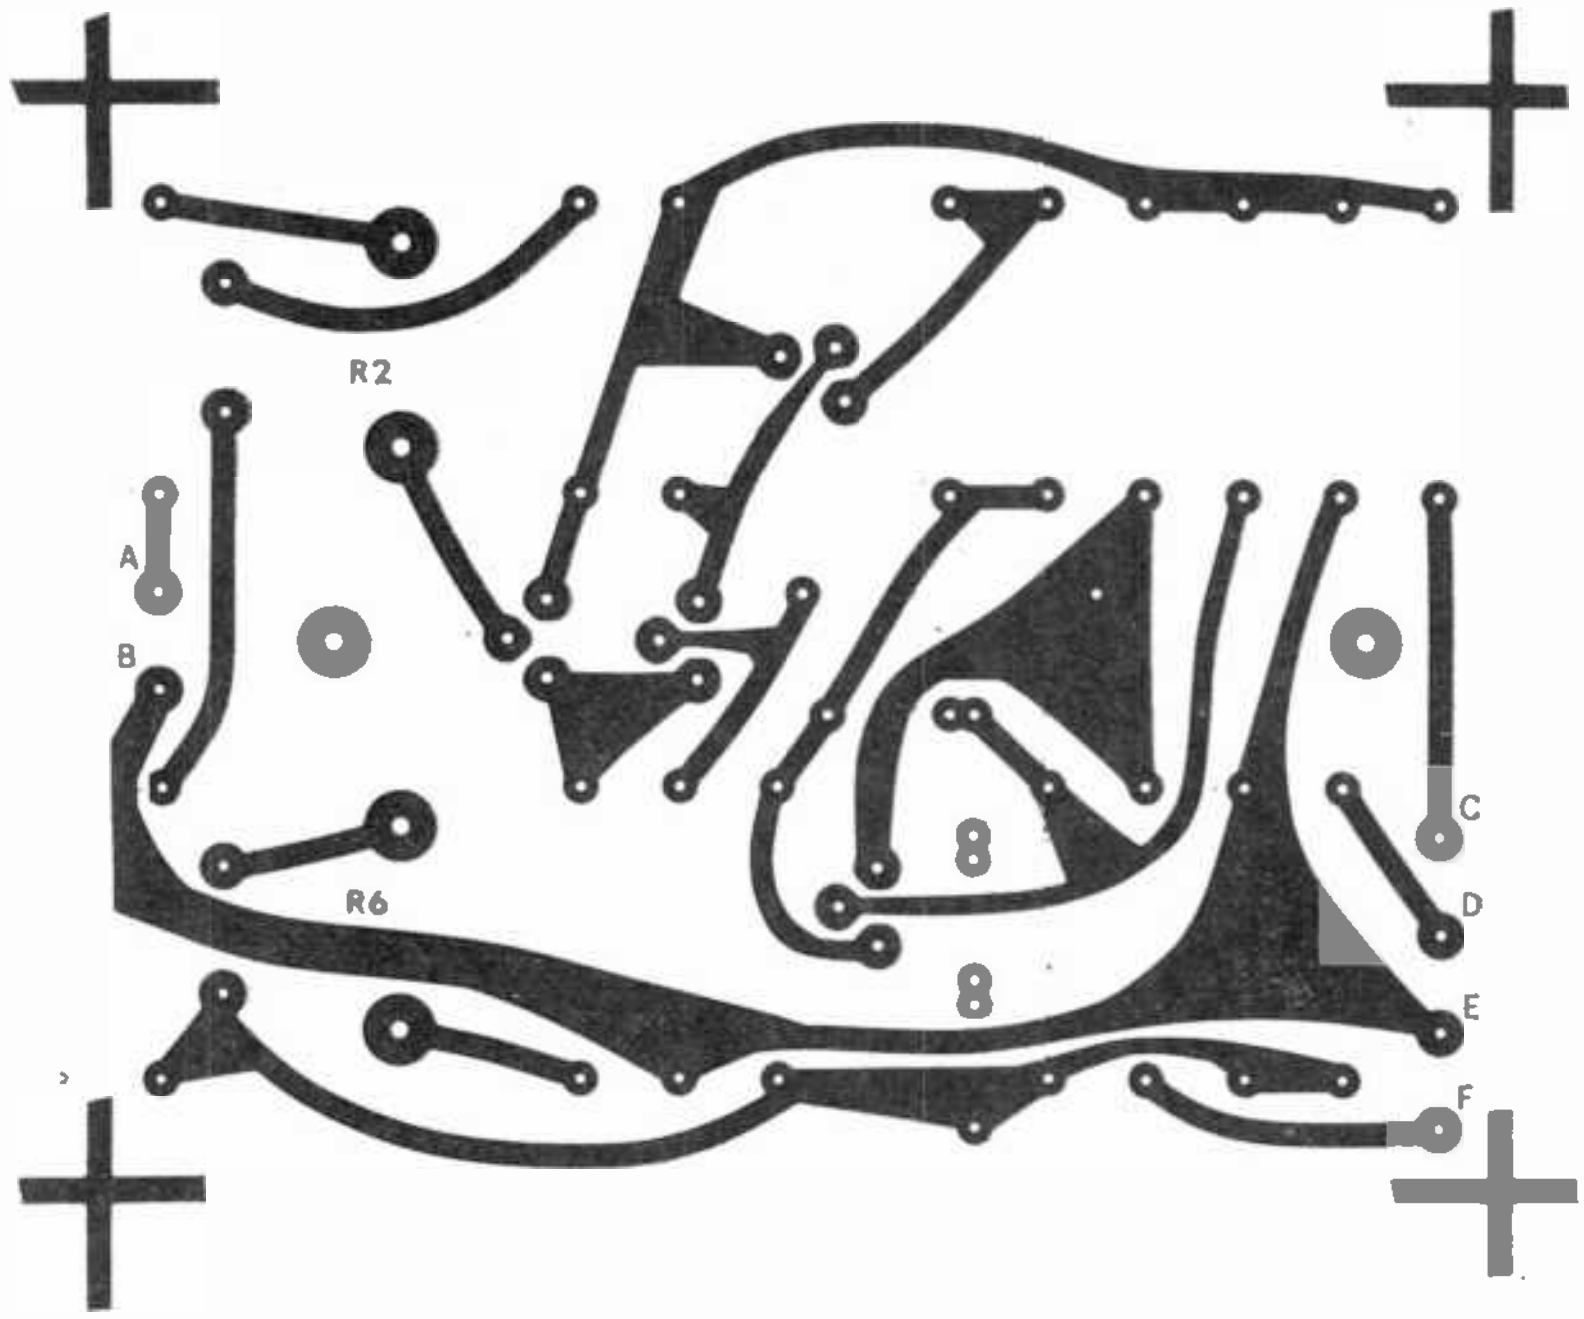
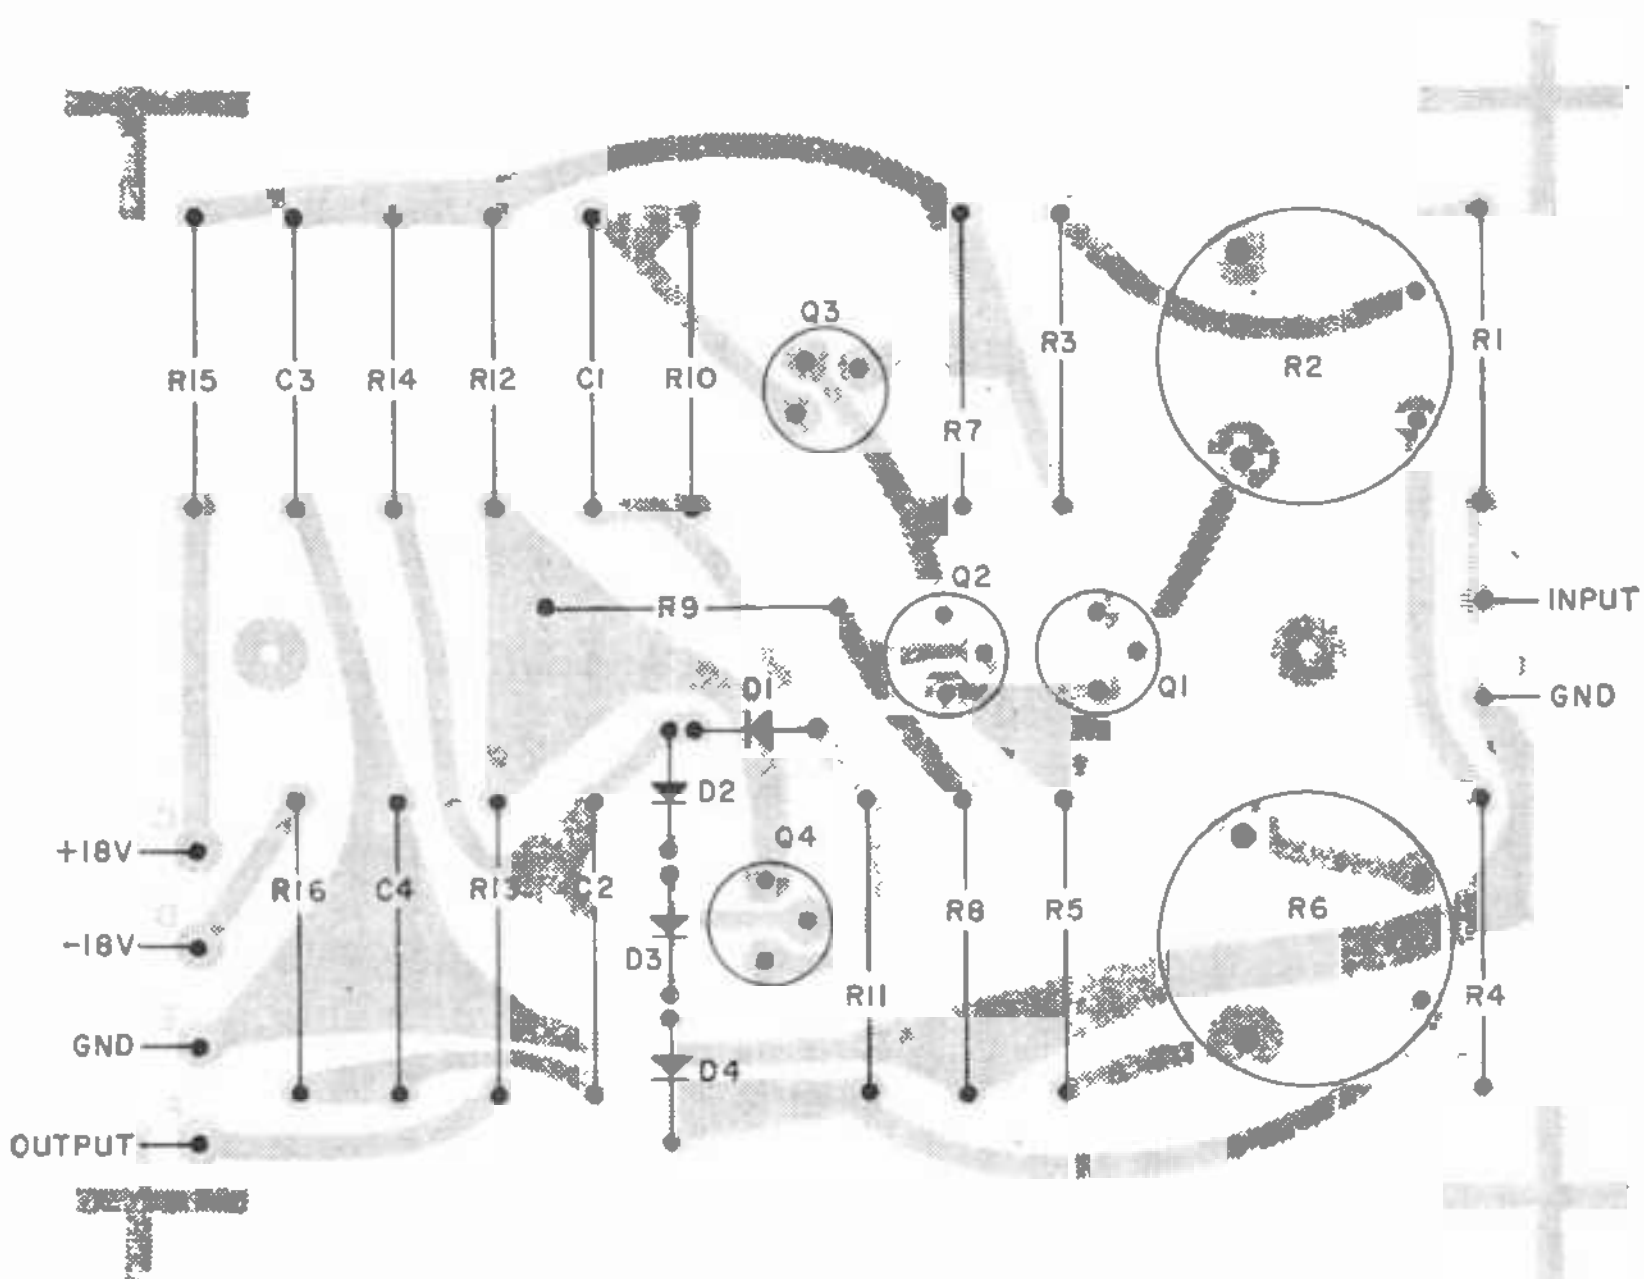

Fig. 2. Actual size printed circuit foil pattern. The marks at the corners are for board dimensions. The two mounting holes are shown along the center line.
Fig. 3. When installing the components, make sure that the semiconductors are properly installed. This figure also shows external connections to be made.
**Construction.** A foil pattern for a printed circuit board for the Add-On is shown in Fig. 2. If you do not use a PC board, make sure that you follow the physical placement of the components as shown in Fig. 3 as closely as possible to insure clean, fast waveforms. Wire the circuit as shown in Fig. 1.